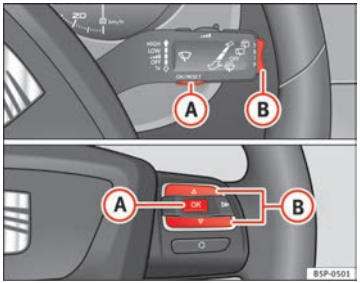

**Fig. 43 Rocker buttons A and B. Steering wheel controls.**
You can switch between the following displays in the multifunction display (MFI) by operating rocker switch ⇒ Fig. 43 (B) on the windscreen wiper lever. ▶